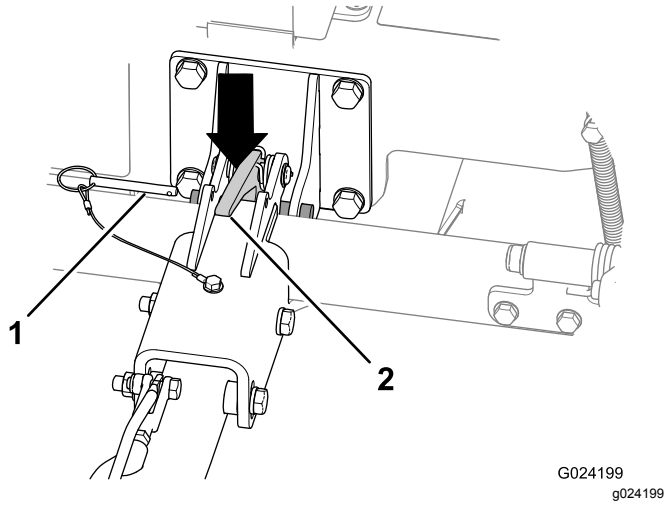

Figure 21
2. Retirez la goupille de verrouillage (Figure 21).
4. Appuyez sur le verrou d'attelage pour le déverrouiller (Figure 21).